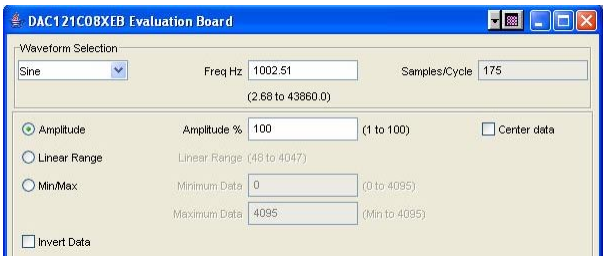

Figure 11: Waveform Configuration
10. Configure the digital waveform to be converted by the DAC as seen in *Figure 11*. *Please see the WaveVision4 User's Manual for detailed instructions. The ability to drive preset waveforms or custom data is provided.*